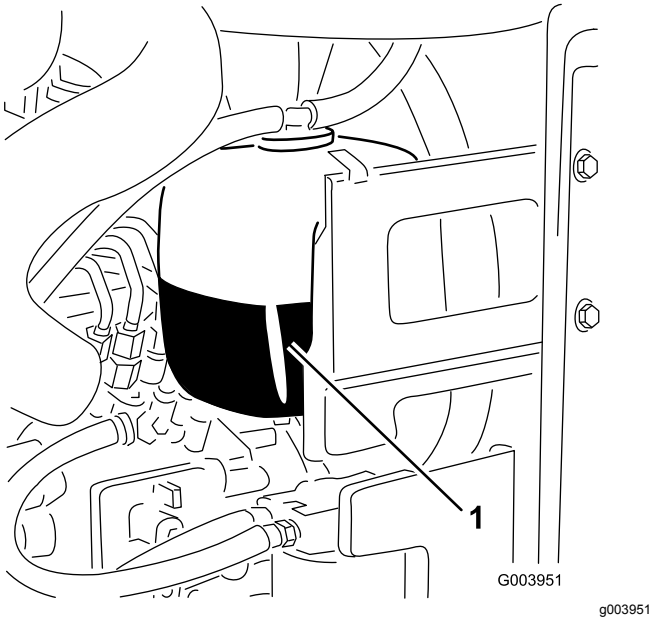

**Figur 31**
1. Kontrollera kylvätskenivån i expansionstanken (Figur 31).